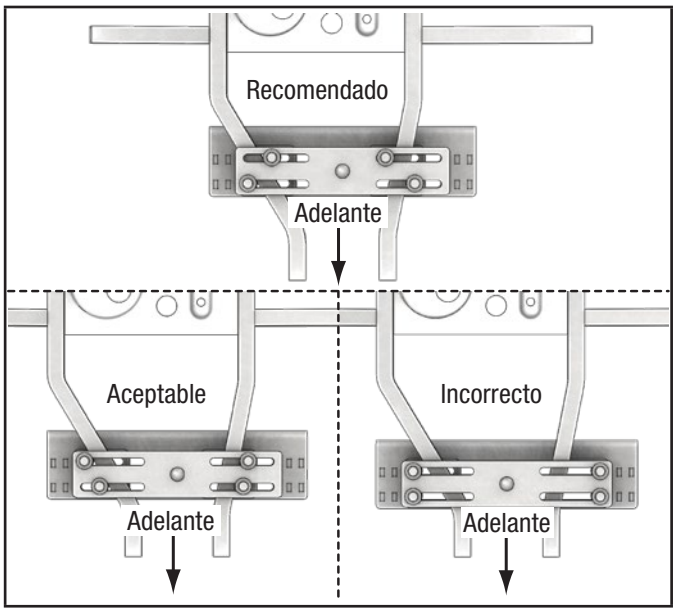

Figura 20 - Colocación del sujetador
3. Coloque la placa superior de soporte (2) sobre el marco en la locación detrás de las llantas donde el marco se enancha. Refiera a la figura 20 para la mejor colocación del sujetador.